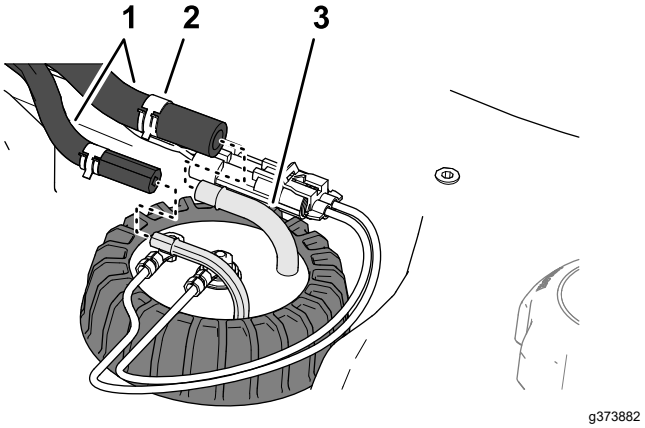

Figuur 93
4. Verplaats de klemmen waarmee de slangen zijn bevestigd aan de fittings van de brandstofsensor naar binnen en verwijder de slangen van de fittings (Figuur 93).